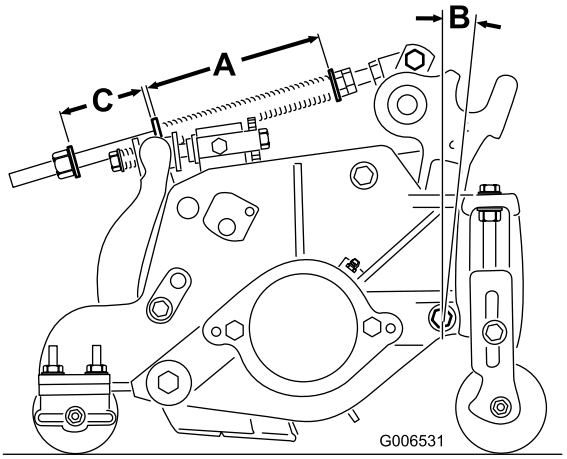

Figura 21
A mola de compensação (Figura 21) transfere peso do rolo dianteiro para o rolo traseiro. Isto ajuda a reduzir o efeito ondulado na relva, também conhecido como "bobbing".
1. Aperte a porca de bloqueio na parte posterior da haste da mola até que a folga (C) entre a parte posterior do suporte da mola e a parte da frente da anilha seja de 51 mm (Figura 21).
2. Aperte as porcas sextavadas na extremidade dianteira da haste da mola até que o comprimento da mola em compressão (A) seja de 15,9 cm (Figura 21).
Nota: Ao cortar relvados ondulados, aumente a comprimento de mola comprimida (A) e a largura da folga (C) 13 mm (Figura 21).